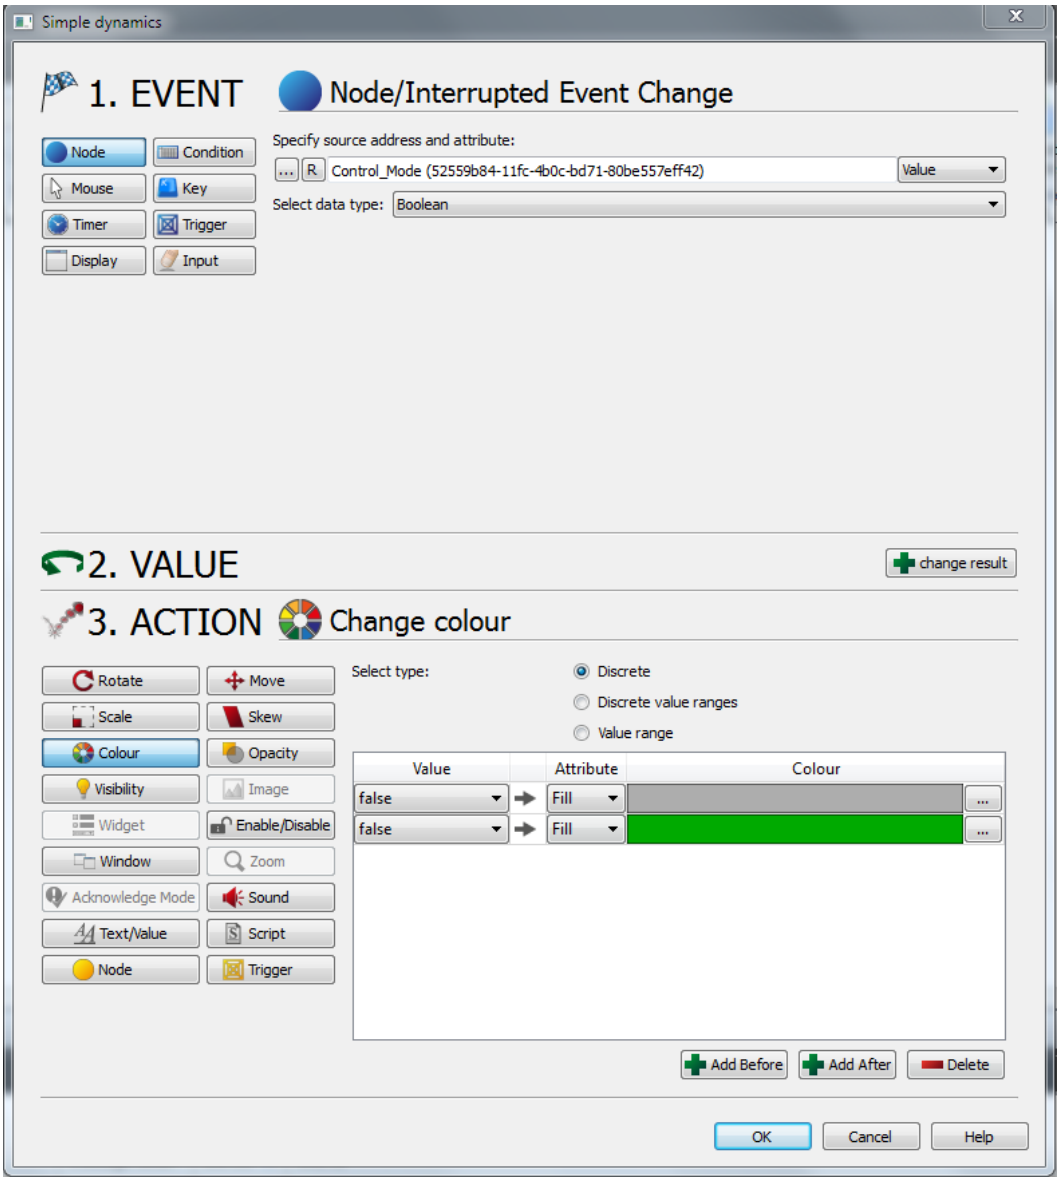

*Рис. 5. Диалоговое окно "Simple dynamics".*
- *EVENT* (Событие). Сначала должно быть определено событие, которое запускает динамизацию, например, значение переменной, клик мыши, срабатывание таймера. Задаётся на шаге 1 в диалоговом окне простой динамизации (рис. 5).